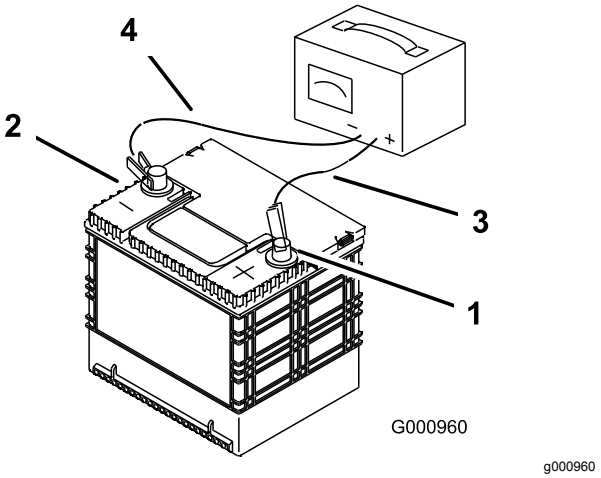

Figur 52
3. Når batteriet er fuldt opladet, skal du tage opladeren ud af stikkontakten og koble opladningskablerne fra batteriets poler (Figur 52).